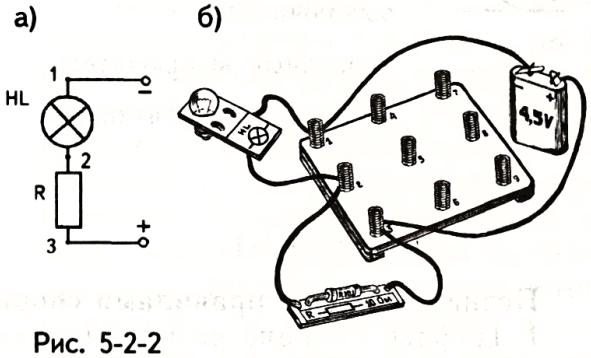

Рис. 5-2-2
2. Соберите цепь (рис. 5-2-2), где ток, поступающий в лампу, протекает по участку сопротивлением R.